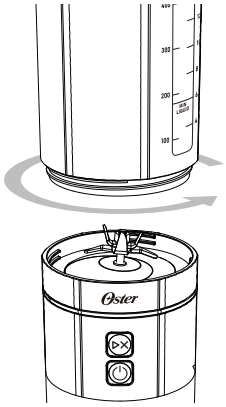
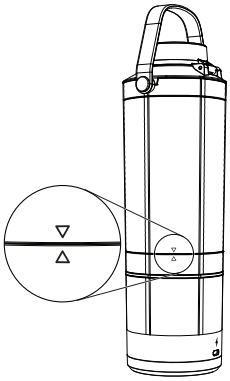

Figura 4
Figura 5
3. Fixe o copo na base do motor. Gire para a direita para apertar (Figura 4). Certifique-se de que a seta gráfica no copo está alinhada com a seta na base do motor (Figura 5).